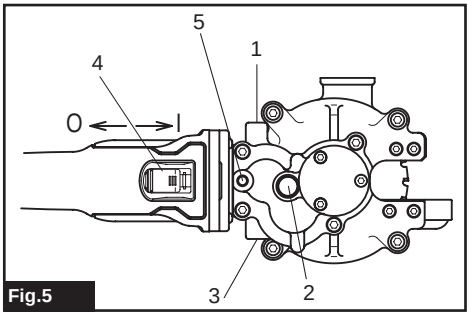

Fig.5
► **Fig.5: 1.** Handle Position (parallel / left side) **2.** Lock Button **3.** Handle Position (parallel / right side) **4.** Switch **5.** Handle Position (vertical / upper side)